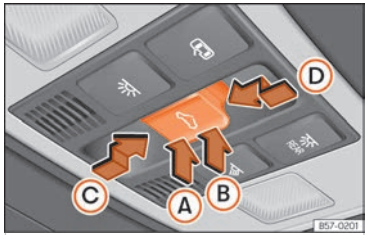

Fig. 63 On the headliner: glass roof button.
The ⌓ ››› **Fig. 63** button has two levels. The first level moves the sunroof to its tilted position, opening or closing it fully or partially.
- Within approximately 5 seconds of having activated the roll-back function, press the ⌓ ››› **Fig. 63** button to the second level in the direction of arrow Ⓓ until the sunroof closes completely.